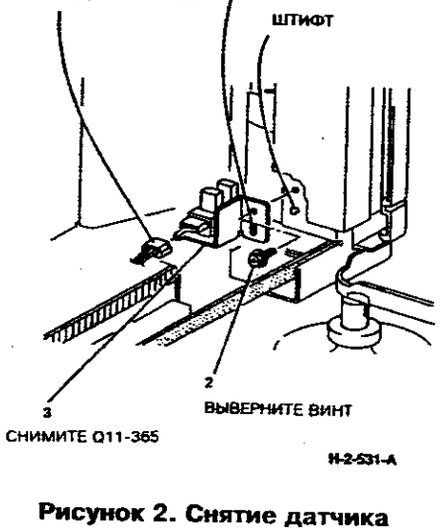

**Рисунок 2. Снятие датчика исходного положения ячеек (Q11-365)**
4. (Рисунок 2) Снимите датчик исходного положения ячеек (Q11-365)
2. Убедитесь, что установочный штифт попадает в отверстие в монтажной панели датчика (см. рисунок 2).